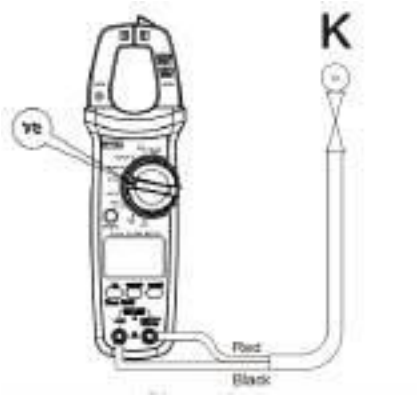

Fig 5
9.4 Măsurarea temperaturii (numai UT202R, Fig 5)